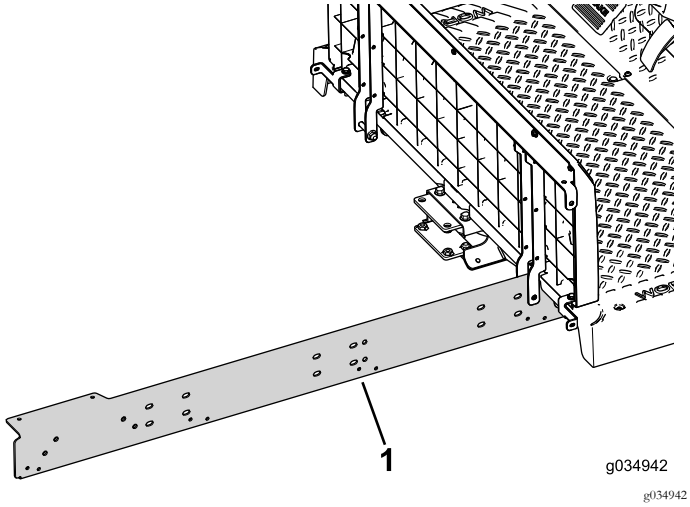

Figur 70
2. Montera förlängningsskenan löst på maskinens högra sida (Figur 70).